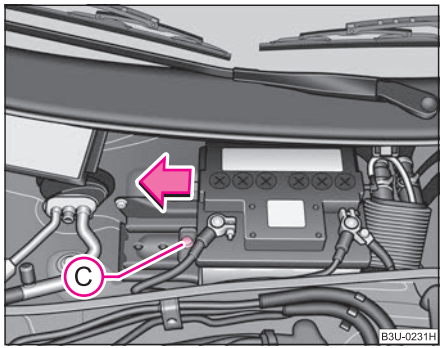

Fig. 181 Engine compartment: The battery
– Unscrew the screw (C) ⇒ fig. 181 completely and remove the locking plate.